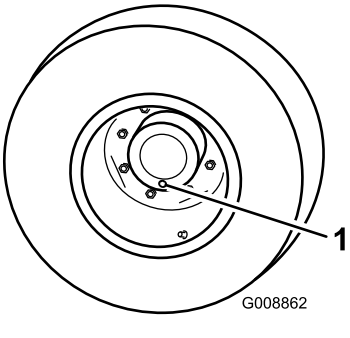

Figur 72
1. Sett maskinen på en jevn flate med ett hjul slik at én av tappepluggene står på laveste stilling (klokken seks) (Figur 72).